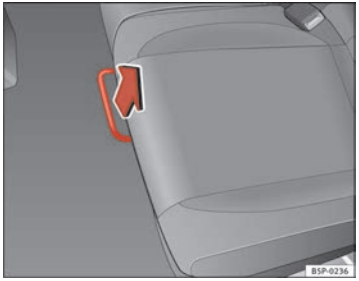

Fig. 98 For unlocking the rear seat
– In the seated position, unlock the lever in the direction of the arrow ⇒ fig. 98.